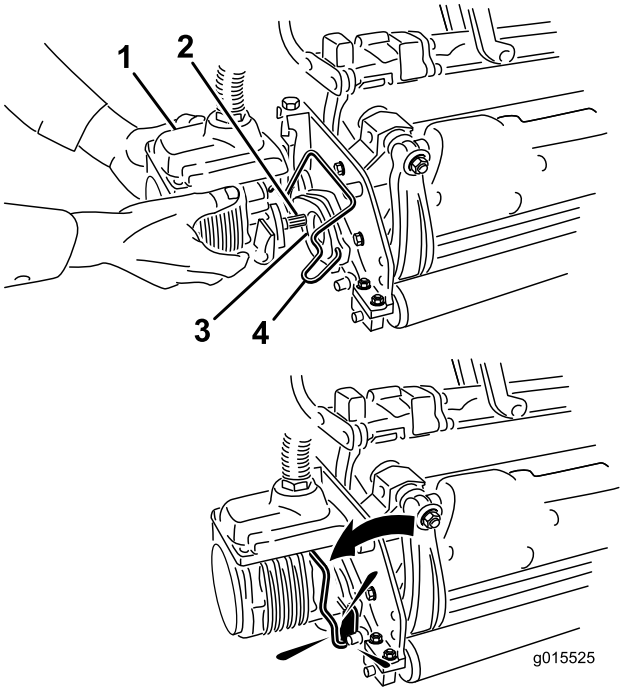

**Figur 37**
6. Stryk på rent fett på klippenhetsmotorns räfflade axel (Figur 37).
7. För in motorn på vänster sida av klippenheten (sett från förarsätet) och dra motorfäststaget på klippenheten mot motorn tills du hör ett klickljud från båda sidorna av motorn (Figur 37).